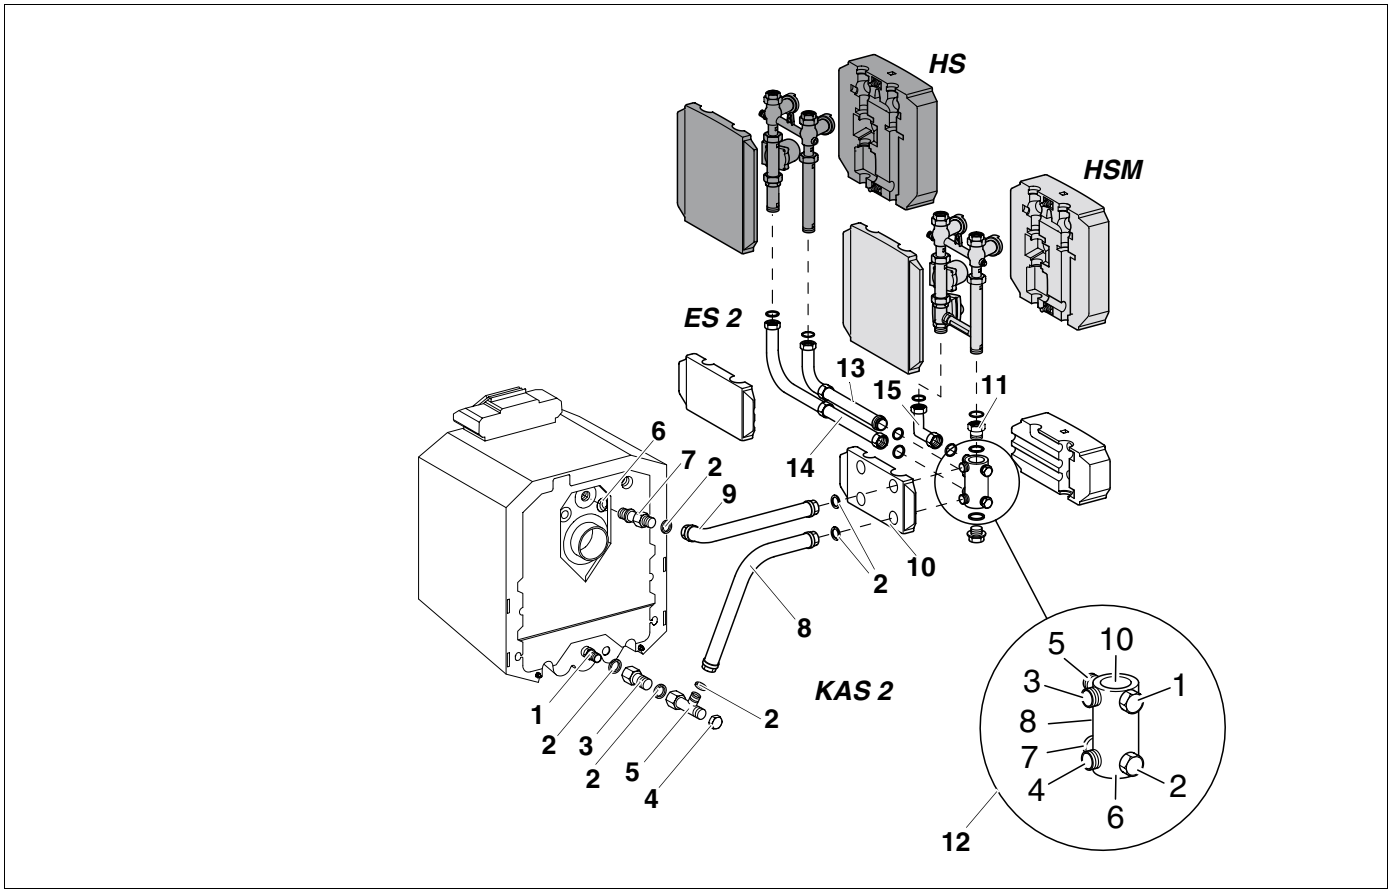

Afb. 7 Zijdelings parallel, links van de ketel
Legende voor afb. 7
De nummering van de aansluitingen aan de ingebouwde multifunctionele verdeler moet absoluut overeenstemmen met de nummering in afb. 7, anders stemmen de vertrek- en retouraansluitingen aan de ketelzijde niet met de verwarmingskringzijde overeen!
- Schroef de pompgroep met mengklep (HSM) of zonder mengklep (HS) conform afb. 7 vast.